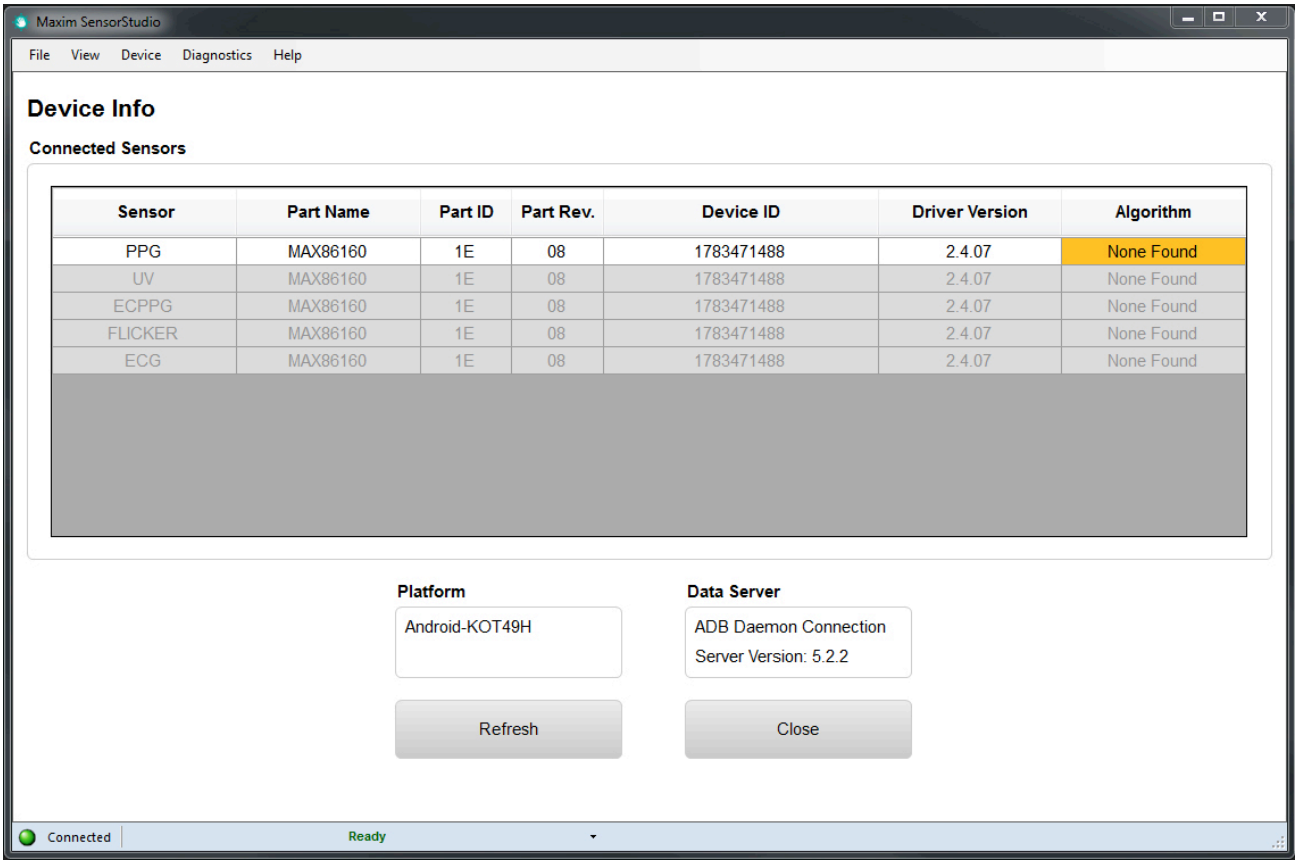

Figure 5. Maxim SensorStudio GUI
7) Open SensorStudio5 and verify that the EV kit is connected by observing the status bar at the lower-left corner of the GUI, as shown in Figure 5. If “Disconnected” is shown, please double-check the board’s power supply, USB connection, and press “Refresh” to try.